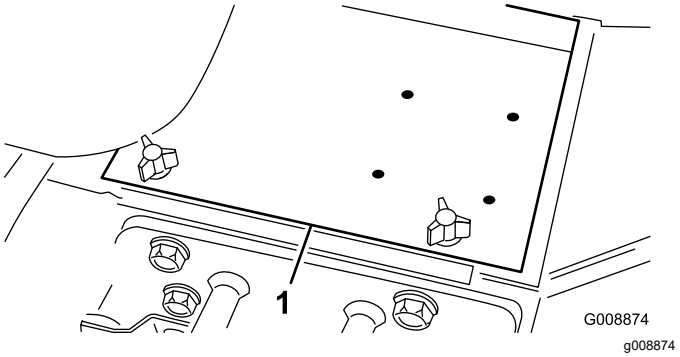

Figur 3
2. Fjern batteridekslet (Figur 3).